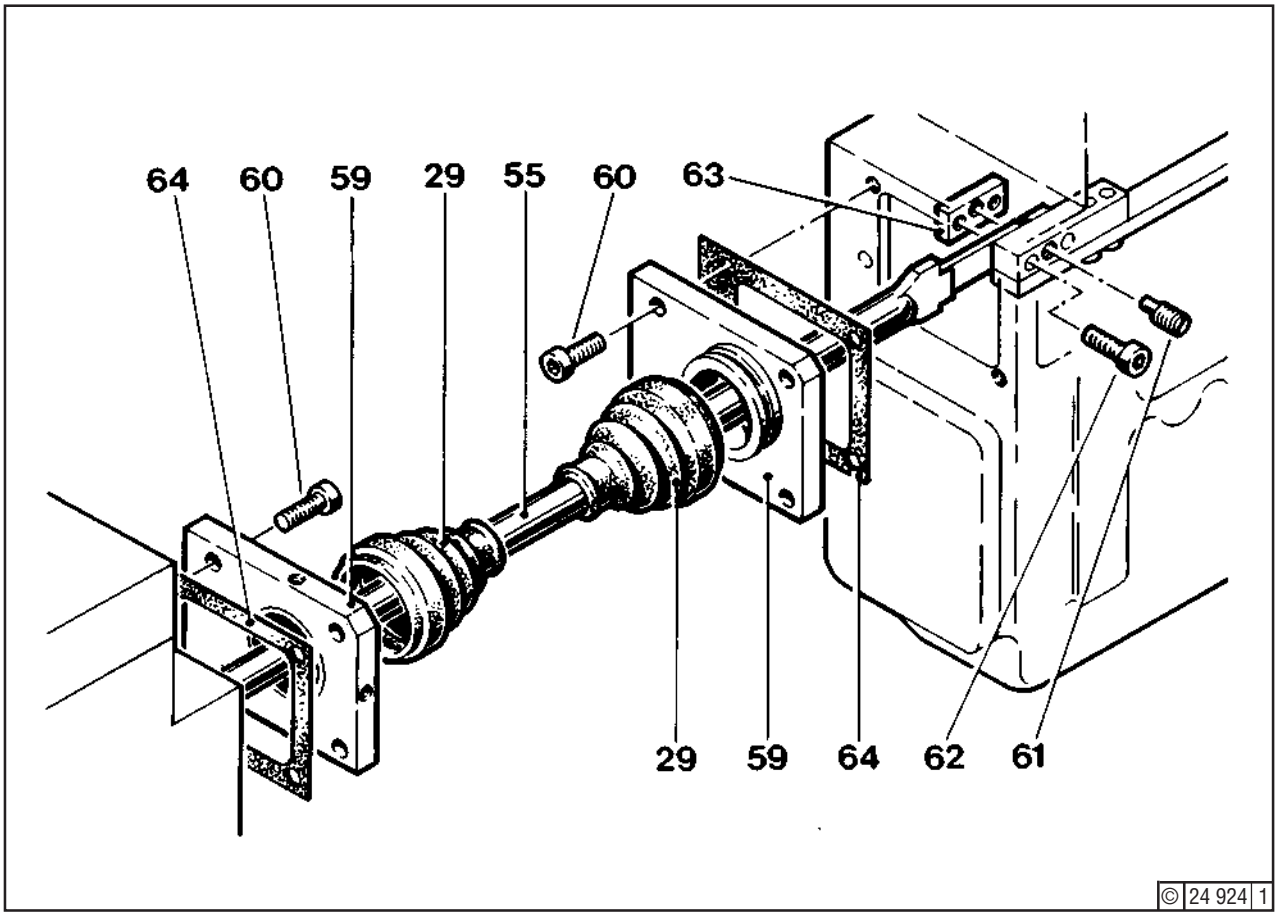

Fig. 2
Unscrew chees-head screws (60) - Fig. 2 -. Remove gaskets (64). Push covers (59) and bellows (29) towards the middle of links (55). Then undo cheese-head screws (62) and scrap. Remove flat irons (63). Slacken eccentrics (61) and carefully lift links out of the injection pumps.